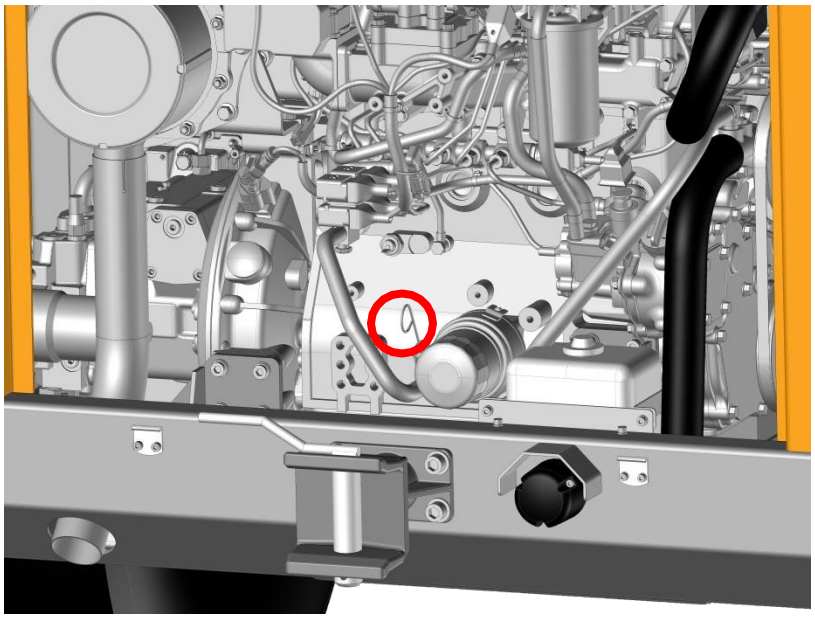

Figure 37. jauge d'huile
4. Retirez la jauge d'huile illustrée à la figure 37 et nettoyez-la avec un chiffon non pelucheux.